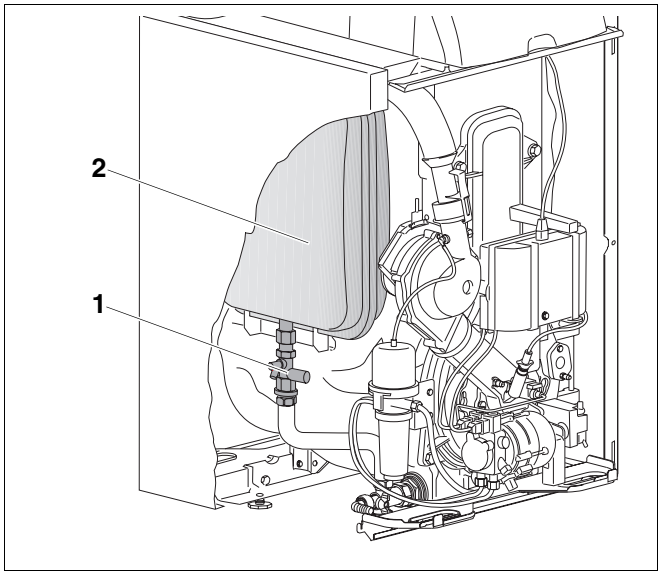

Abb. 27 Druckausdehnungsgefäß absperren
- Druckausdehnungsgefäß (Abb. 27, **Pos. 2**) durch Schließen des Kappenventils (Abb. 27, **Pos. 1**) vom System abtrennen.
- Kappenventil (Abb. 27, **Pos. 1**) am Druckausdehnungsgefäß (Abb. 27, **Pos. 2**) wieder öffnen.